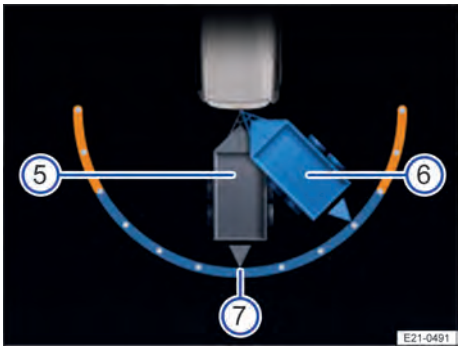

Bilde 122 På displayet i instrumentgruppen: Stille inn tilhengerens kjøreretning.
Displayet i instrumentgruppen viser bilens og tilhengerens posisjon → Bilde 122 ⑤.
5. Korriger om nødvendig vinkelen til venstre ② eller høyre ③ med dreieknotten.